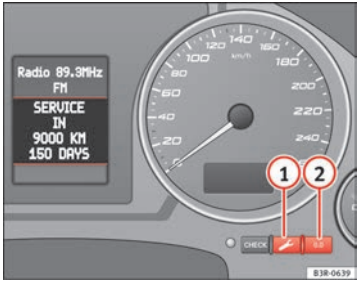

Fig. 52 Detailed view of the instrument panel: Service indicator
- Press the service button ⇒ Fig. 52 (1) and hold while switching on the ignition. The display will show one of these messages: **Service in ----- km** or **Service!**
- Now press and hold the reset button (2) until the display shows **Service in ----- km --- days** or **Service!**